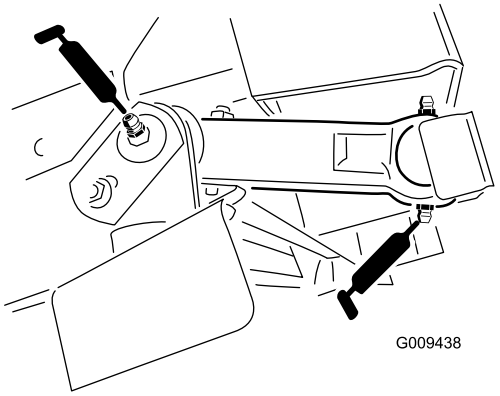

Figura 43
- Pivote del acoplamiento inferior (4) (Figura 43)
- Pivote del acoplamiento superior (4) (Figura 43)